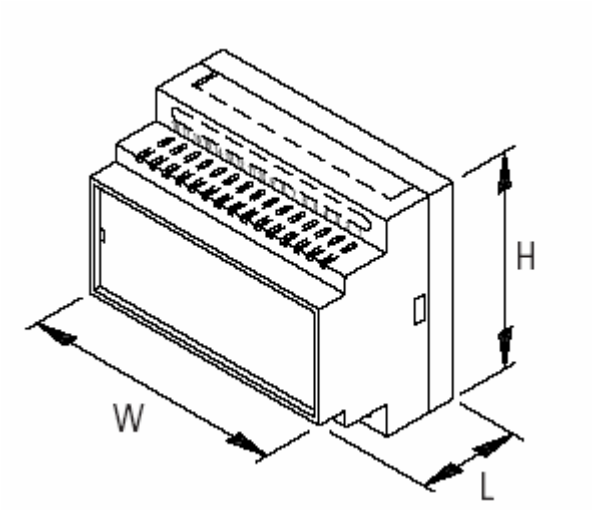

Рисунок 2 – Габаритные размеры контроллера
3.6 Конструкция корпуса контроллера предусматривает его установку на DIN-рейку. Размеры контроллера без установленных ответных разъемов (рисунок 2): W – 70 мм, H – 86 мм, L - 58 мм. Размеры контроллера с установленными ответными разъемами: W – 70 мм, H – 108 мм, L - 58 мм.